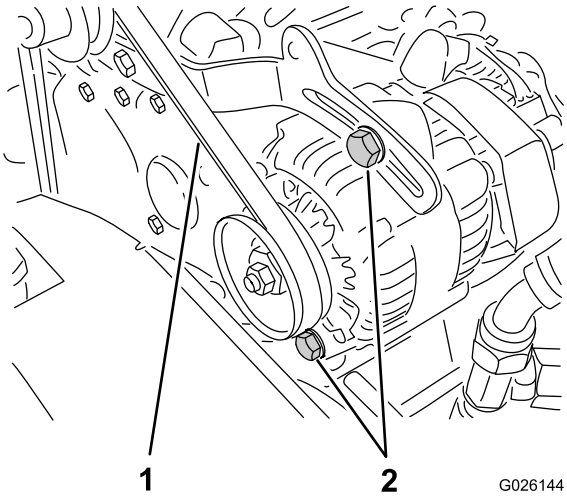

Figura 62
2. Controllate la tensione premendo la cinghia al centro tra le pulegge dell'alternatore e dell'albero motore con una forza di 10 kg (Figura 62).
A. Allentate i 2 bulloni di fissaggio dell'alternatore (Figura 62).
B. Con un piede di porco, ruotate l'alternatore fino a ottenere una tensione della cinghia appropriata, poi serrate i bulloni di fissaggio (Figura 62).